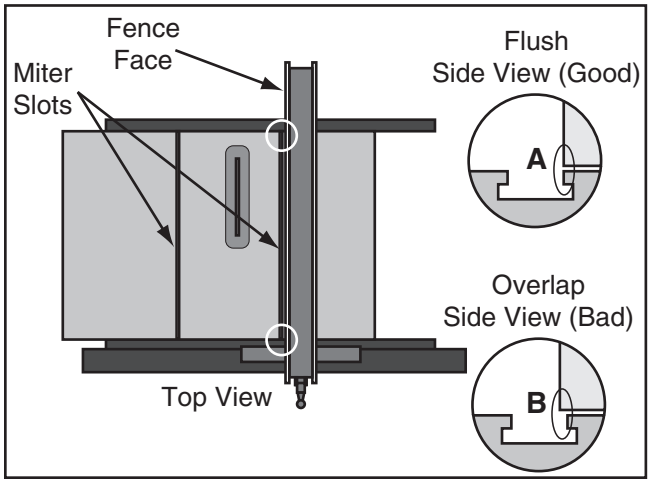

Figure 126. Example of aligning fence to miter slot.
5. Slide fence against right-hand edge of miter slot and lock it in place (see **Figure 126**).
— If rear of fence overlaps miter slot, as shown in **Figure 126**, fence is misaligned. Proceed to **Step 7**.